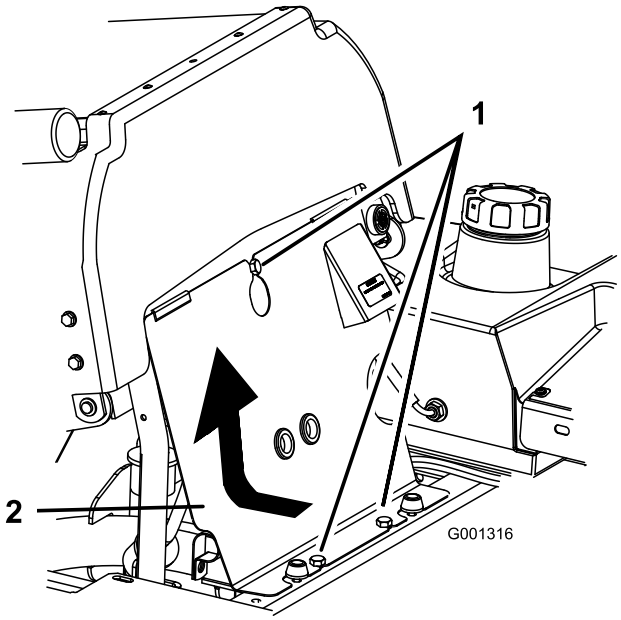

Figur 58
3. Tippa sätet framåt, lossa bultarna och demontera den främre motorkåpan (Figur 58).